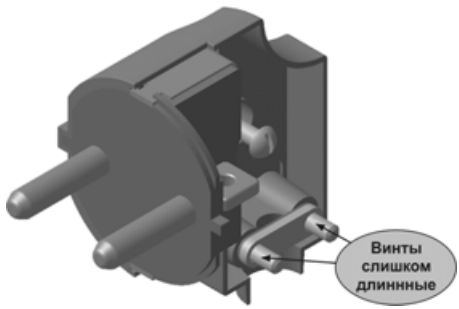

Рис. 7.69
- Система перестроит сборку, временно удалив из нее указанную деталь, и вы вновь получите доступ к внутренним компонентам сборки (рис. 7.69).
После выключения отображения **Крышки правой,** стала очевидной проблема: при задании параметров двух винтов для зажима провода, мы установили слишком большую длину (рис. 7.69). Изменение параметров стандартных изделий выполняется точно также, как и элементов деталей.